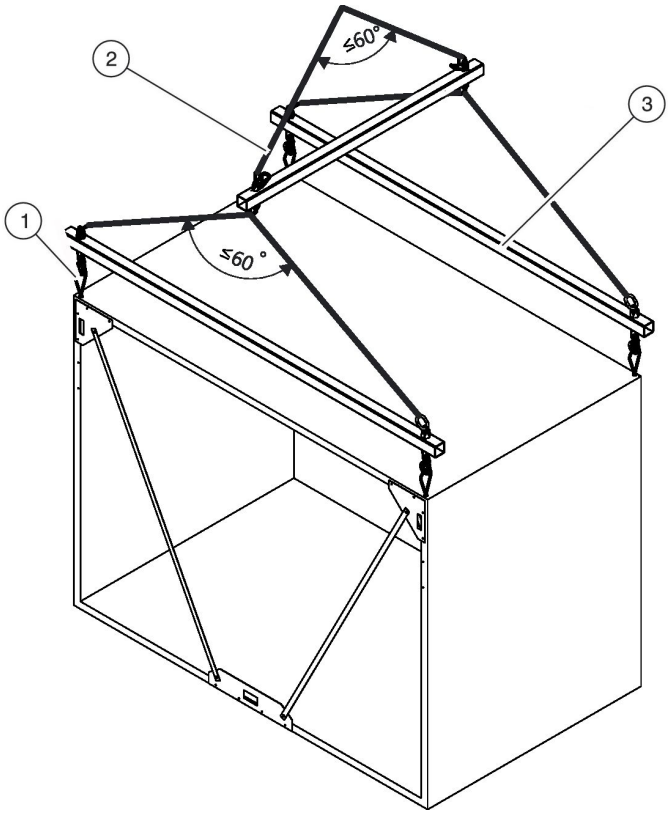

Abb. 8: Transport mit Kran und Seilösen oder Ringmuttern (mit Traverse)
2. Alle Seilösen oder Ringmuttern (Abb. 8 /1) vollständig in alle Gewindebohrungen einschrauben.
3. Die Traversen (Abb. 8 /3) in die Seilösen oder Ringmuttern einhängen.
4. Die Traversen mit Ketten (Abb. 8 /2) verbinden.